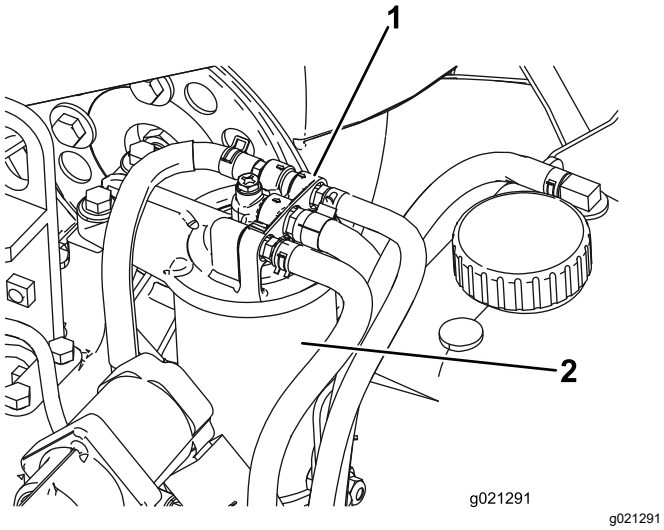

Figur 95
1. Gör rent området kring bränslefilterhuvudet (Figur 95).
2. Demontera filtret och rengör filterhuvudets monteringsyta (Figur 95).